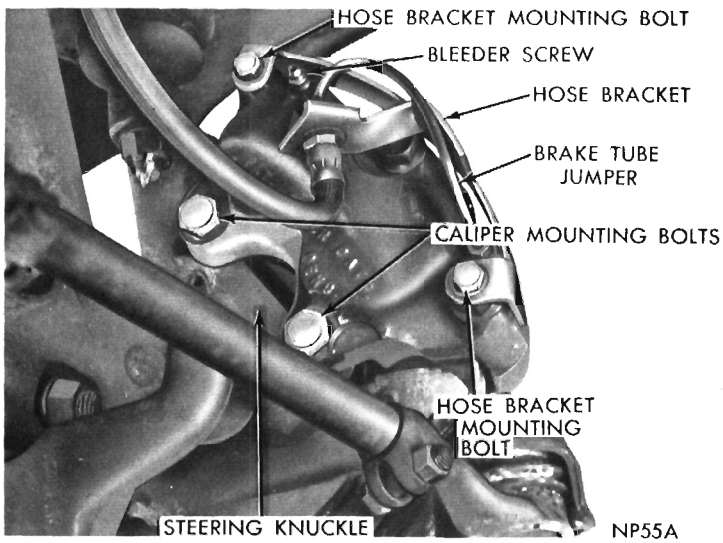

Fig. 4—Caliper Assembly Mounting Bolts
(1) Raise car on hoist or jackstands.
(2) Remove wheel covers and wheel and tire assemblies.
(3) Remove bolts that attach caliper assembly to steering knuckle (Fig. 4).
(2) Remove wheel covers, wheel and tire assemblies. Disconnect brake line at the caliper housing and install a 3/8-24 plug in tube opening.
(3) Remove bolts that attach hose bracket to caliper. (Fig. 4.)
(4) Remove bolts that attach caliper assembly to steering knuckle. (Fig. 4.)
(5) Remove caliper from disc by slowly sliding caliper assembly up and away from braking disc.
(6) Remove lining pads. Remove caliper to bench for disassembly.